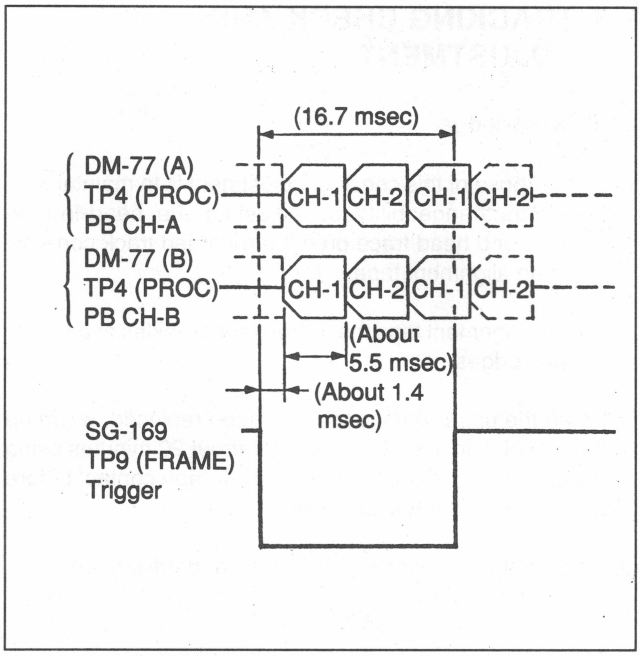

Fig. 8-5-3. Tracking Check (2)
5. Play back the all-channel recorded portion for 0 to 10 min. or 45 to 55 min. on an alignment tape (GR2-1). (Refer to Fig. 8-5-3.)